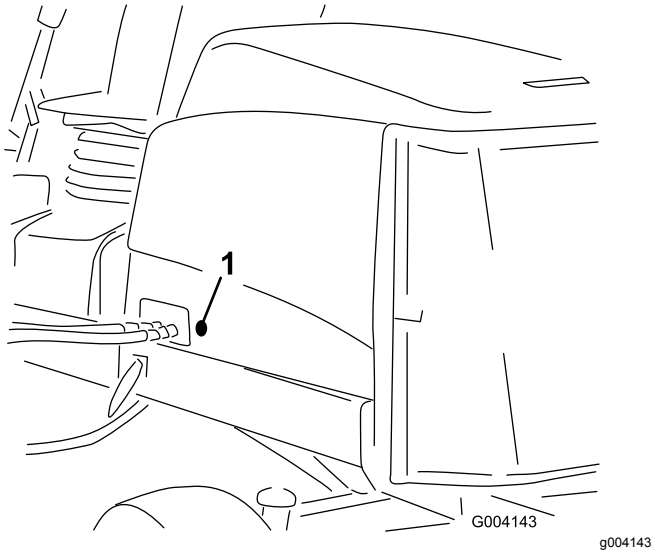

Figur 16
2. Fjern gummikransen fra hullet i venstre side af motorhjelmen (Figur 16).